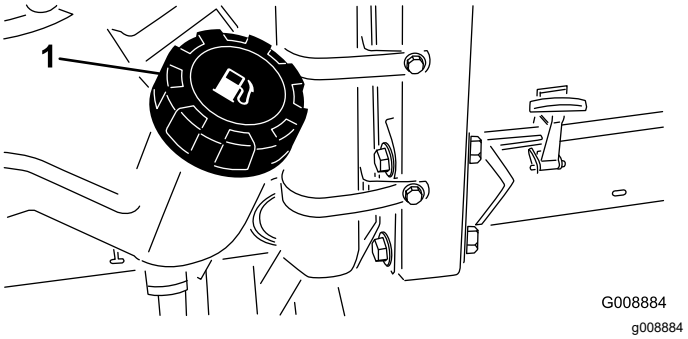

Figur 29
2. Rengör området runt tanklocket (Figur 29).